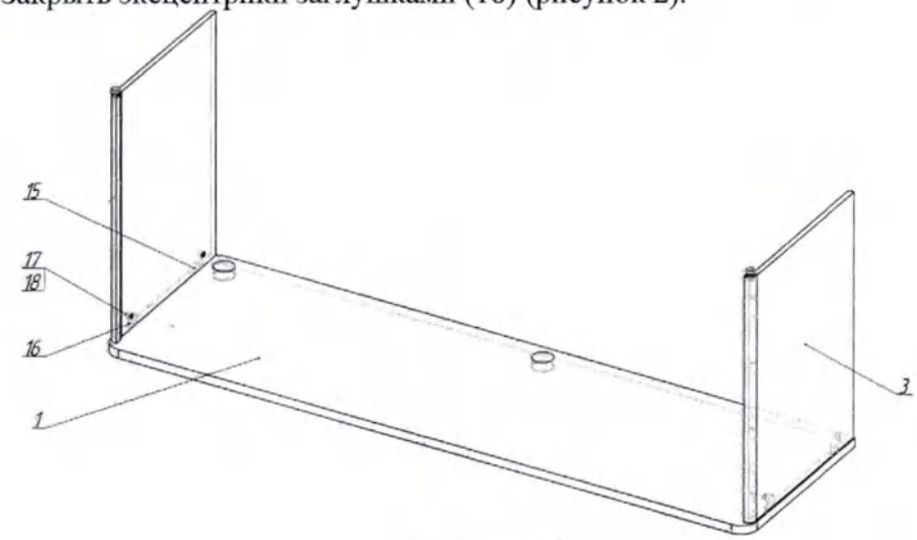

Рисунок 2
4.6. С помощью кр овой отвертки или ключа, поворачивая по часовой стрелке эксцентрики, притянуть столешницу к торцам боковых панелей. Закрыть эксцентрики заглушками (18) (рисунок 2).